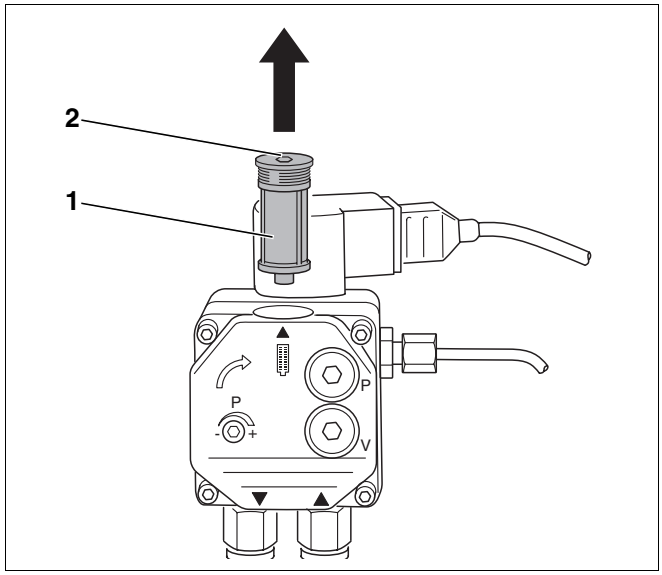

Fig. 20 Controllare il filtro della pompa – pompa del gasolio Danfoss
- Allentare la vite ad esagono cavo sul lato superiore (fig. 20, **pos. 2**).
- Sfilare il filtro della pompa del gasolio (fig. 20, **pos. 1**), tirando verso l'alto.
- Pulire il filtro della pompa gasolio (fig. 20, **pos. 1**) con benzina da lavaggio, eventualmente sostituirlo e rimontarlo nella pompa del gasolio.